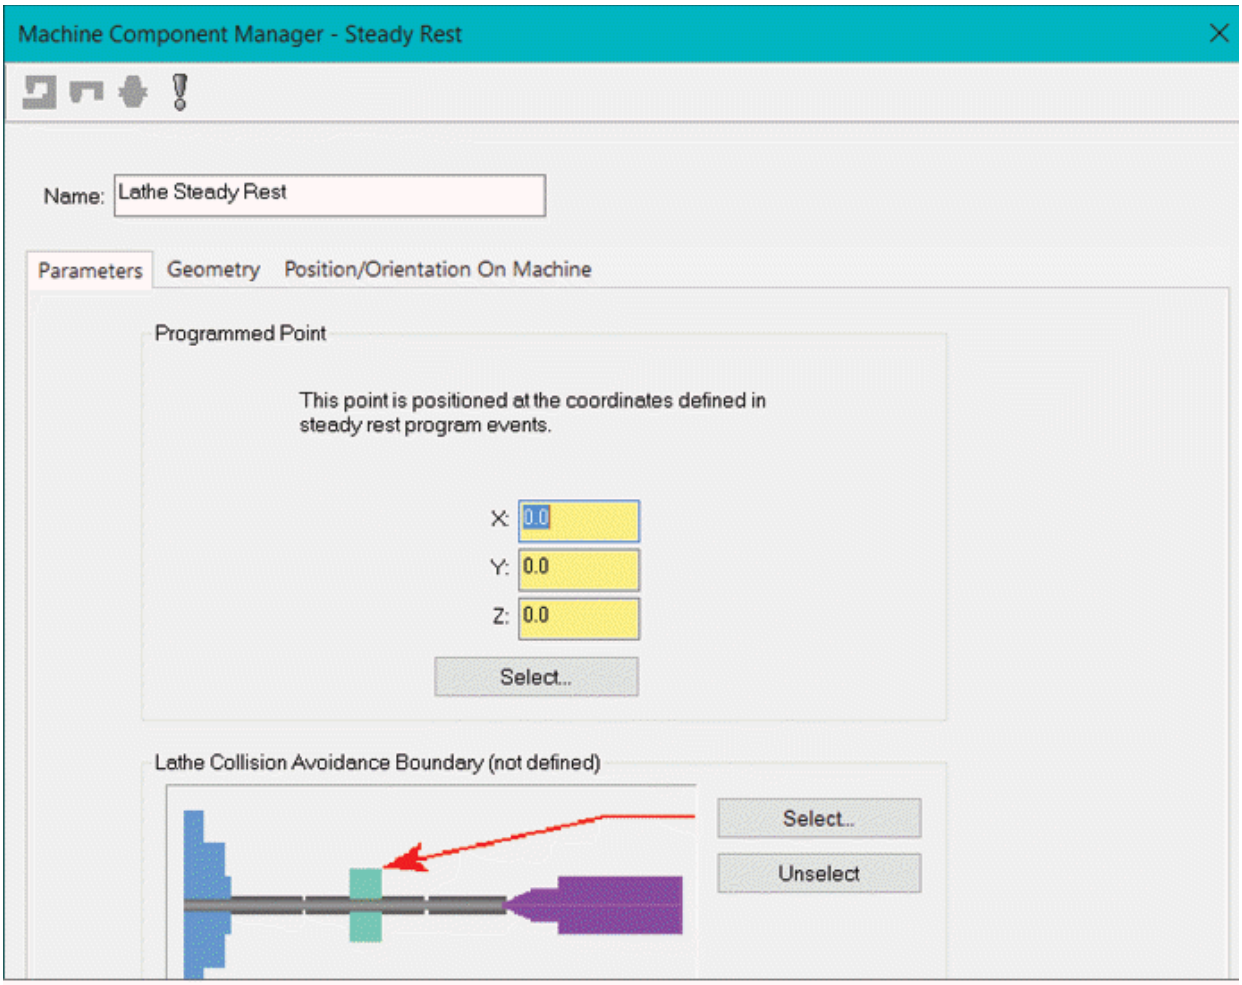
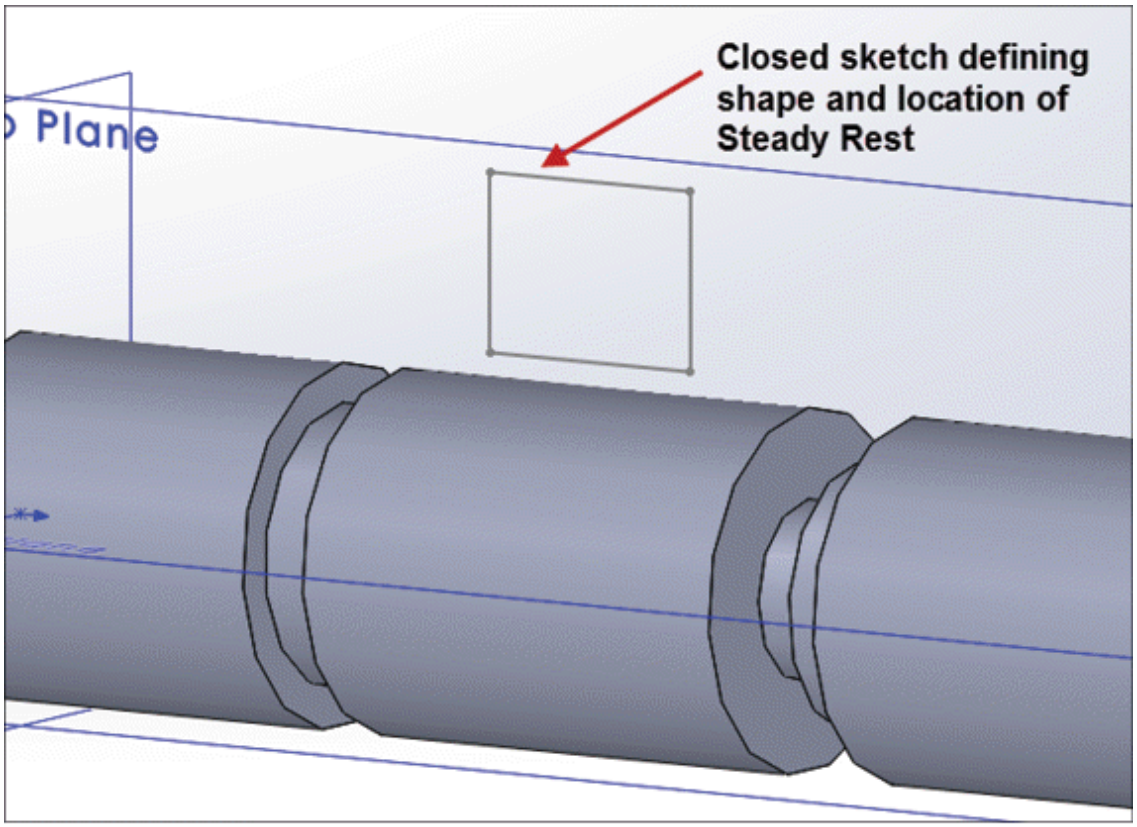

Figure-19. Machine Component Manager-Steady Rest dialog box
Figure-20. Sketch created for Steady Rest
- Click on the **Properties** button from the **Steady Rest** area of the dialog box. The **Machine Component Manager - Steady Rest** dialog box will be displayed; refer to Figure-19. Note that you must have a closed sketch in the graphics area to define shape of steady rest before using this option; refer to Figure-20.